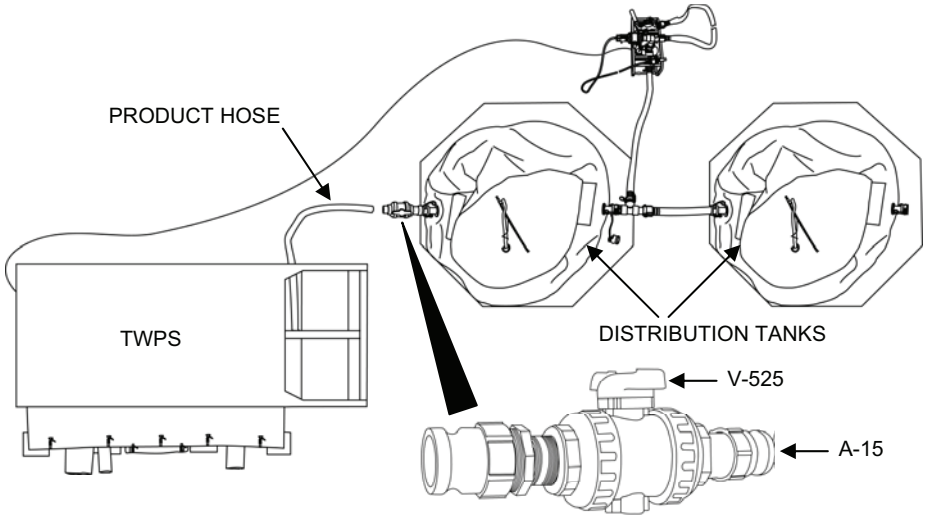

Figure 7. Distribution Tank Adaptor A-15 Valve V-525.
c. Close the distribution tank Adaptor A-15 valve V-525 and disconnect the product hose (Figure 7).